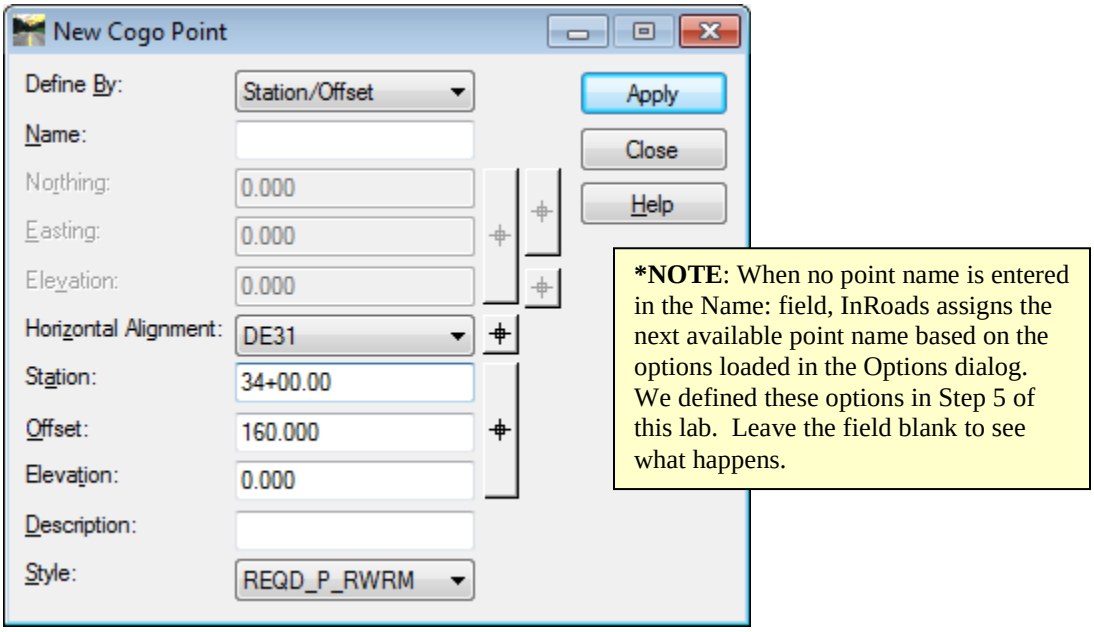
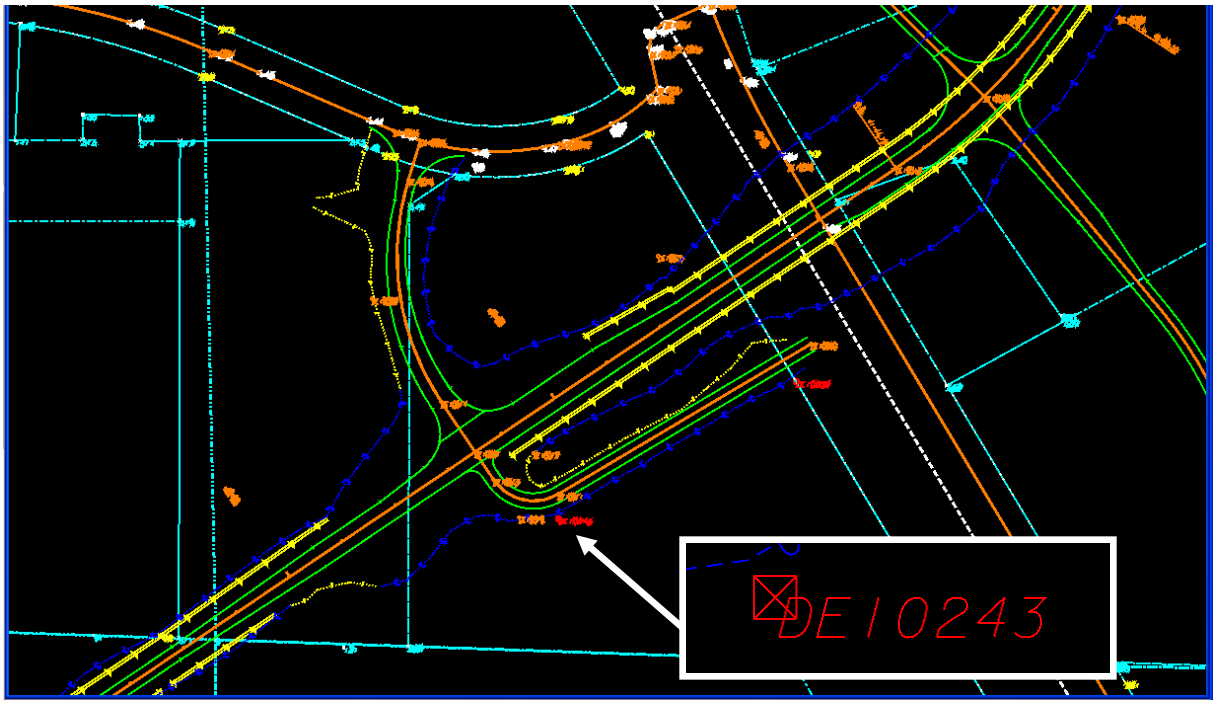

Figure L12-19 New Cogo Point
Figure L12-20 MicroStation View
25.	**Store a Cogo Point at Station 34+00 on Alignment DE31 Offset 160' Right.** • In the **New Cogo Point** dialog, use the pull down arrow to change the **Define By:** method to **Station/Offset**. • Match the remaining entries as shown in *Figure L12-19*. • Click **Apply** but do **not** close the **New Cogo Point** dialog. • If a **Results** window appears – click **Close** to exit the **Results** window. • Ensure Point **DE10243** was stored and drawn in MicroStation as shown in *Figure L12-20*.